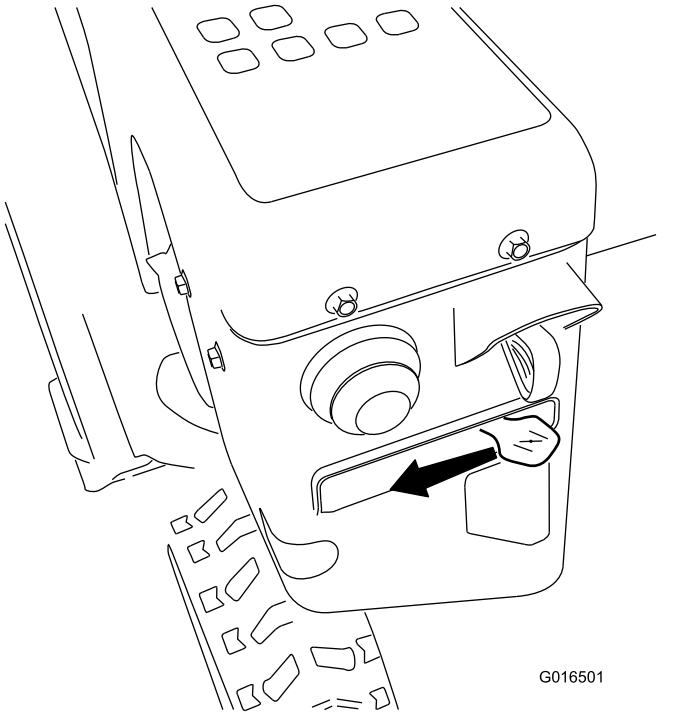

Figur 22
5. Flyt chokeren til positionen CHOKER (Figur 22).